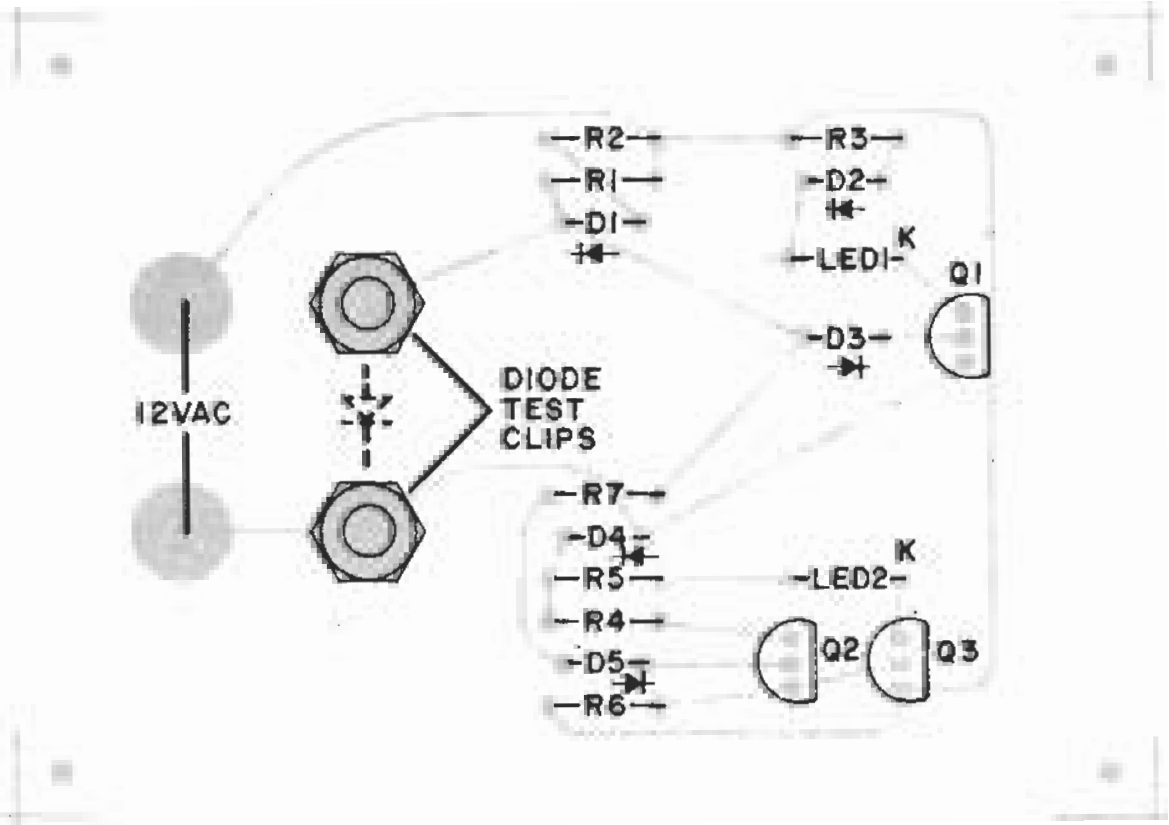

*Fig. 2. Pc board can be used as case cover with component mounting as shown at left.*
**Construction.** Although circuit layout is not critical and any type of construction can be used, a unique approach was used in the author's prototype as shown in the photographs. The pc board foil pattern shown in Fig. 2 can be used to make a board which has the components mounted on one side with the other side serving as the cover for the plastic case. The component holes are drilled only half-way into the board. The only holes drilled all the way through the board are those for mounting the LED's and the diode test clips. The other components are mounted by bending and cutting their leads so that they just fit on their pads. Solder must be applied quickly and properly to insure a good mechanical hold.
The principles of the full circuit can perhaps be best explained by consideration of a simpler form of the circuit. Figs. 2 and 3 show circuits for investigating the dynamic characteristics of a diode and transistor (at fixed base current) respectively.
**Fig.2 simple diode tester**